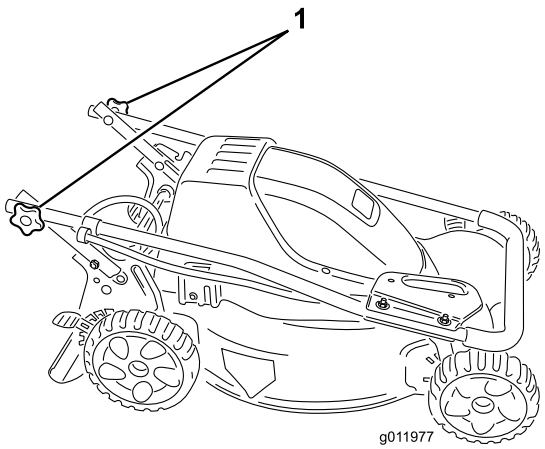

Figura 1
1. Afloje los pomos del manillar (Figura 1).